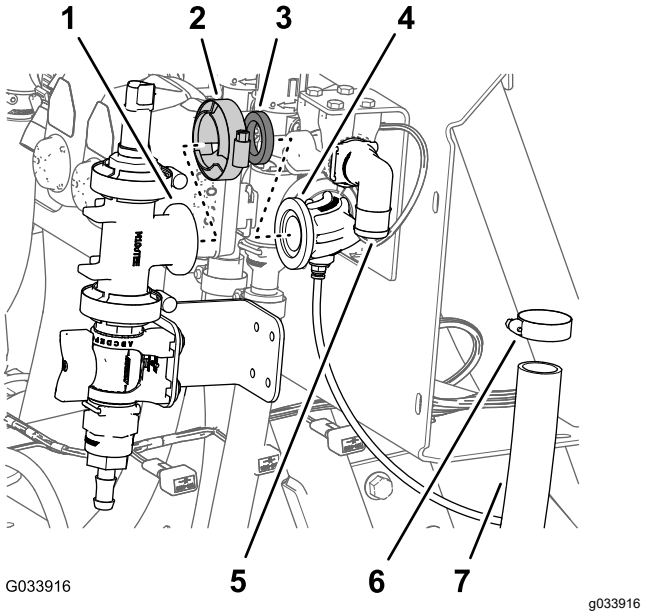

Figura 15
1. Alinhe a flange da união em T com a flange da união a 90° com um conector para o tubo sensor (Figura 15).
2. Monte sem apertar a união em T e a união a 90° com uma junta e um grampo de flange (Figura 15)
4. Retire o grampo, a junta, a união em T com a flange da união a 90° com um conector para o tubo sensor (Figura 15).
4. Aperte à mão o grampo da flange que prende a válvula de controlo e a união em T (Figura 13) e o grampo da flange que prende a união em T à união de 90° com um conector para o tubo sensor (Figura 15 e Figura 18).